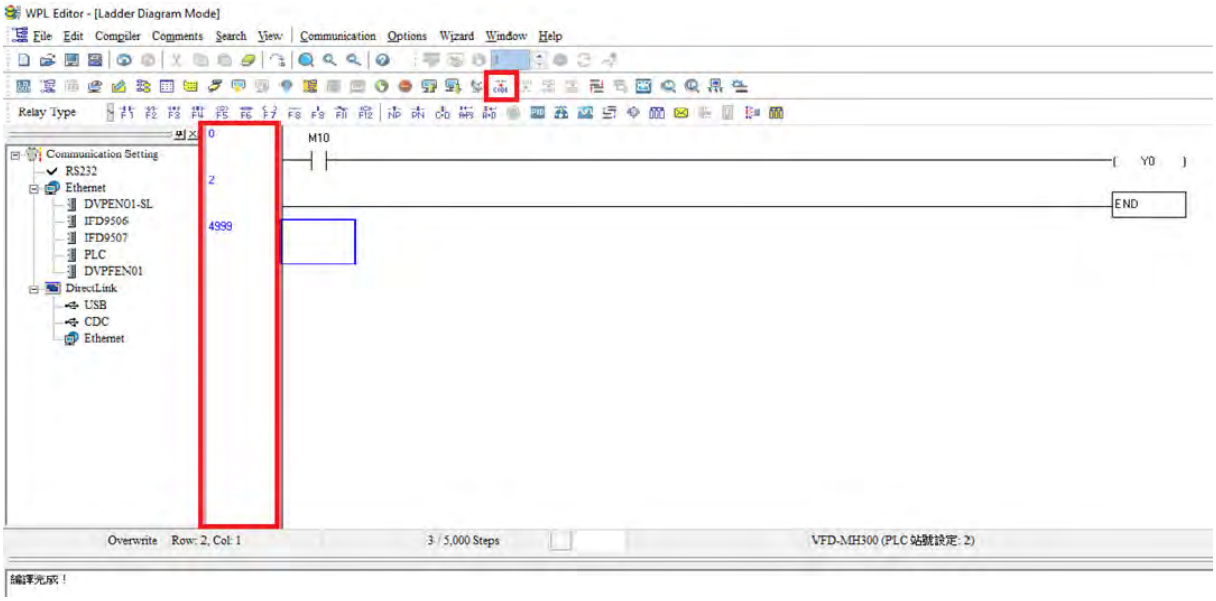

Figure 16-18
Step 5: Click on the “Ladder diagram => Code” icon, which will compile the edited ladder diagram as a command program. After compiling, the number of steps will appear on the left side of the busbar (see figure 16-18 below).